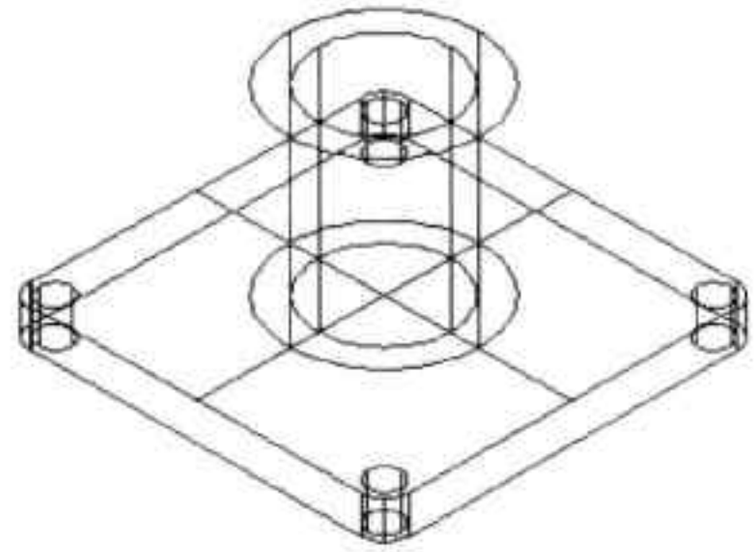

图13-55 绘制另一个圆柱体
Step08 同样执行“圆柱体”命令，并以长方体中心点为圆心，绘制直径为 28mm、高 40mm 的圆柱体，如图 13-55 所示。